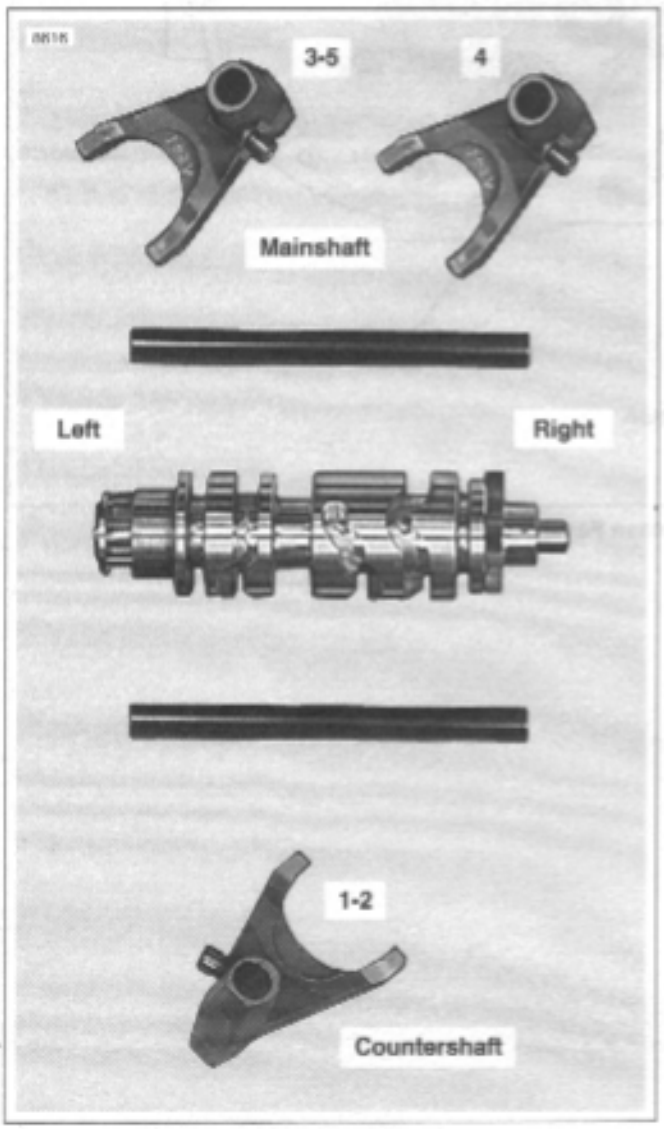

Figure 6-77. Shifter Forks, Drum and Shafts
- *See Figure 6-77. Shifter fork design allows for one common part number for all three shifter forks. As the transmission runs, each shifter fork develops a certain wear pattern with its mating parts. For this reason, it is important that each shifter fork be reinstalled in its original location.*